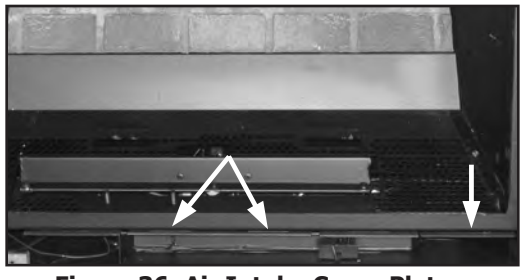

Figure 36: Air Intake Cover Plates.
c) Remove the two (2) air intake covers below the firebox (refer to Figure 36), they can be pried out using a flat head screwdriver.